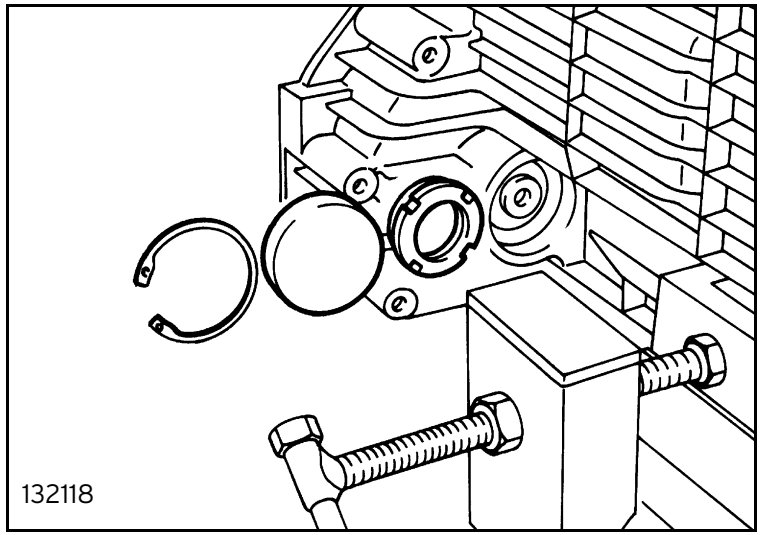

Fig. 18
- remove the circlip, remove the cover and unscrew the transmission shaft securing nut using tool 962495025 (figure 18);